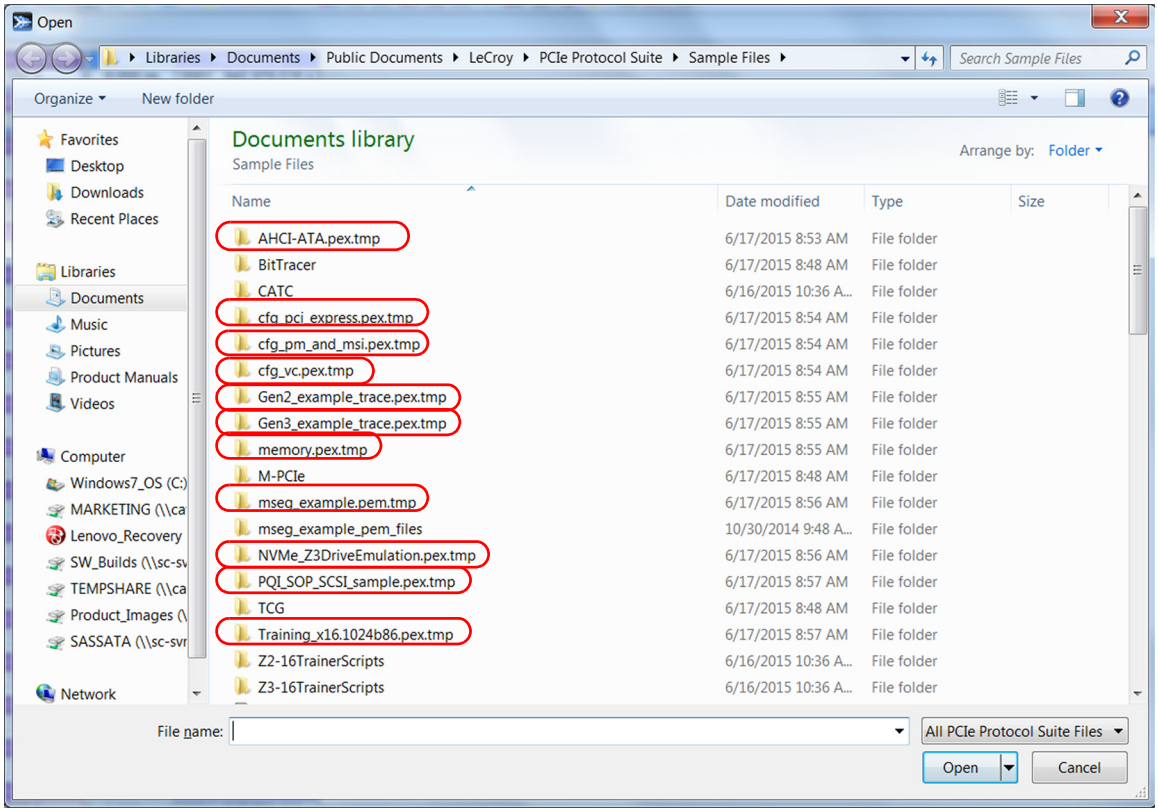
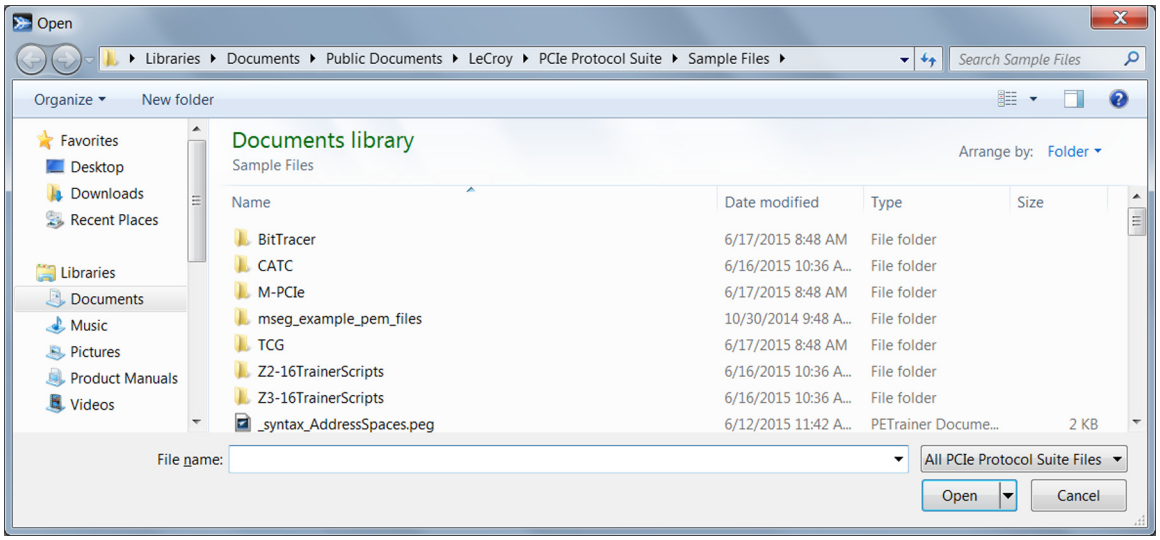

Figure 4.5: Sample Files Folder After Opening a Variety of Traces
Figure 4.10: Sample File Folder After Temp File Clean Up
1. The Sample File Folder has Temp files for every trace that has been opened: See Figure 4.5.
11. Confirm that the Clean Up Command was successful by viewing the C:\Users\Public\Documents\LeCroy\PCIe Protocol Site\Sample Files folder contents, (see Figure 4.10).
12. Compare Figure 4.5 on page 169 with Figure 4.10 to ensure that the .tmp files have been deleted.